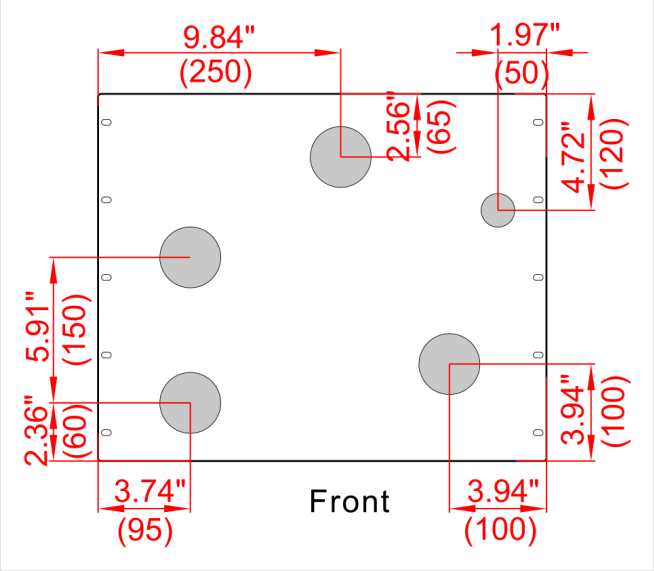
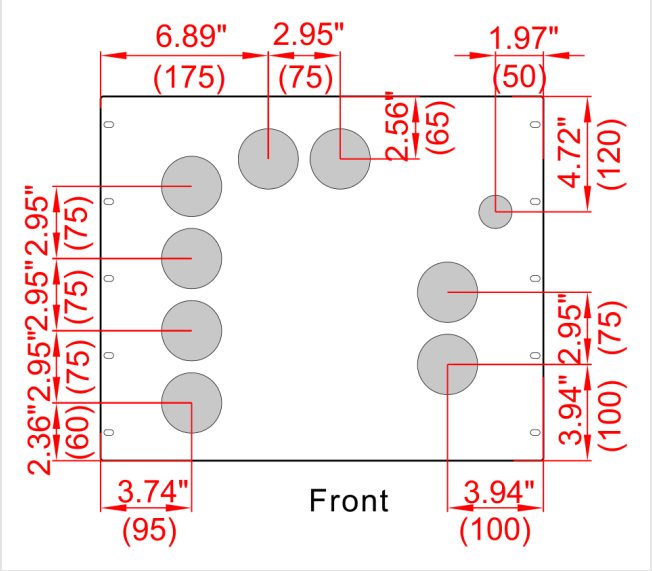

FIGURE 4-44 Top plate cable holes — 80 and 100 kVA (in, mm in brackets)
FIGURE 4-45 Top plate cable holes — 135, 160 and 200 kVA
3. Drill the cable holes in the top cover plate for your conduits and cable sizes (Figure 4-44, Figure 4-45).